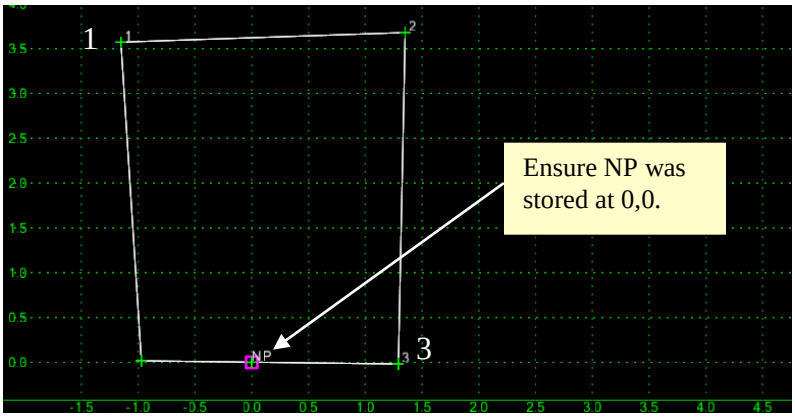
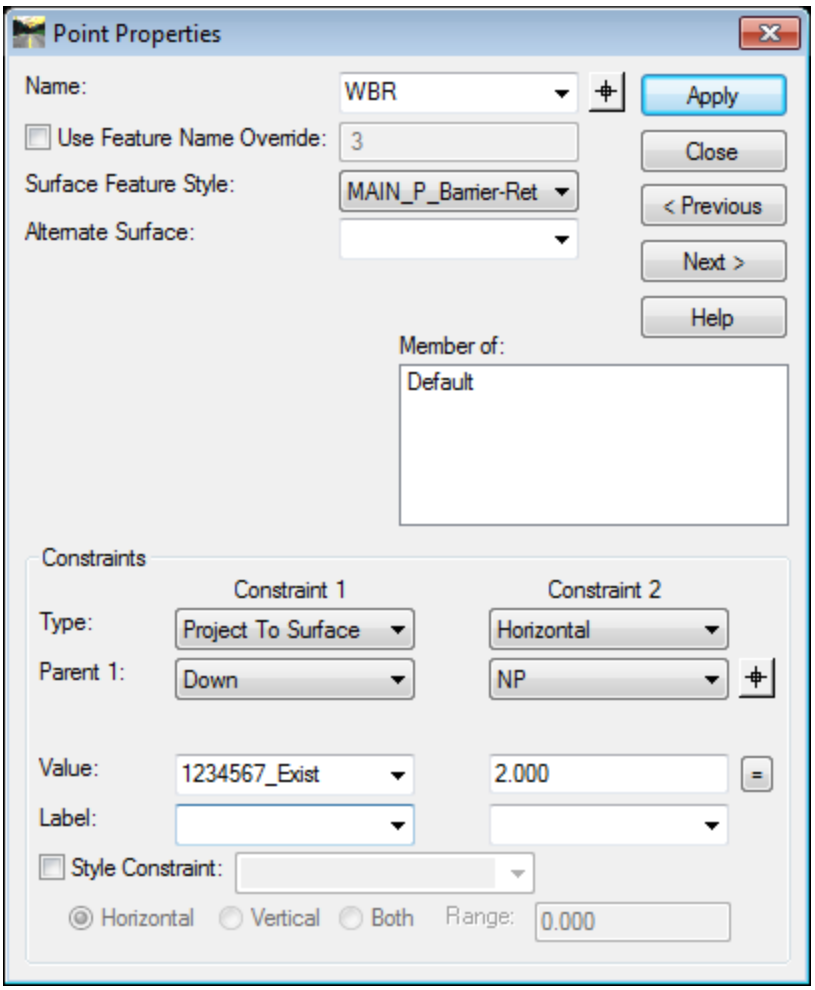

Figure L7-40 Create Template Dialog Grid
Figure L7-41 Point Properties
• With the Cursor in the Precision Input Field – press the **Enter** button on your keyboard. ***NOTE**: *Null Points are generally used as reference points for defining constraints in other components. In this case the wall will be constrained horizontally to the Null Point. When this wall is used in a cross section design the Null Point would be inserted so as to follow a horizontal alignment or another component as will be discussed in more detail in the lab on the Roadway Designer. This will allow us to constrain the wall to move vertically to the ground yet also constrained horizontally to an alignment or another component.* • Verify a **Null Point** labeled ***NP*** was placed at ***0,0*** as shown in *Figure L7-40*.
51.	**Edit Point 3.** • Double click on Point **3** as shown in *Figure L7-40* above. • In the **Point Properties** dialog that opens, match the entries shown in *Figure L7-41*. • Click **Apply** & **Close**. • Ensure Point **3** was renamed **WBR** (Wall Bottom Right). ***NOTE**: *The 'Project To Surface' constraint used in this step behaves as its name implies and projects the point to a defined surface in the direction assigned. The effects of this constraint are not immediately realized but can be seen by clicking the Test button just below the bottom right hand side of the Create Template Grid. A Surface must be open and active for testing to work.*